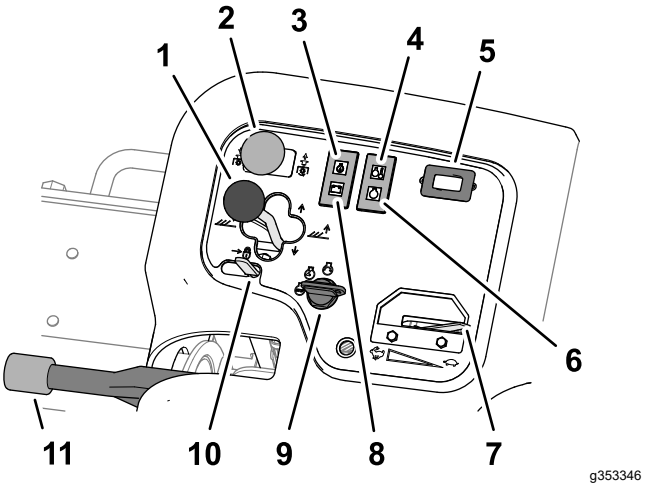

Rysunek 43
- Aby opuścić zespoły tnące na podłoże, przesuń dźwignię opuszczania/podnoszenia zespołów tnących do przodu do położenia OPUSZCZANIE (Rysunek 43).
Przełącznik napędu zespołów tnących (Rysunek 43) ma 2 pozycje: WŁĄCZONE i WYŁĄCZONE. Uchylnym przełącznikiem steruje się elektrozaworem włączającym hydrauliczny napęd zespołów tnących.
Kontrolka oleju (Rysunek 43) zapali się, gdy ciśnienie oleju w silniku spadnie poniżej bezpiecznego progu.
Kontrolka temperatury (Rysunek 43) podświetli się, gdy nastąpi przegrzanie płynu w chłodnicy silnika. Przy tej temperaturze dochodzi do wyłączenia zespołów tnących. Jeżeli temperatura płynu chłodzącego wzrośnie o kolejne 5,5°C, silnik zostanie automatycznie wyłączony, aby zapobiec dalszym uszkodzeniom.
Licznik godzin (Rysunek 43) wskazuje łączną liczbę godzin pracy maszyny. Licznik godzin uruchamia się z chwilą obrócenia kluczyka w stacyjce do pozycji pracy.
Kontrolka świecy żarowej (Rysunek 43) podświetla się, gdy świece żarowe są zasilane.
Przesuń przepustnicę (Rysunek 43) do przodu, aby zwiększyć obroty silnika lub do tyłu, aby zmniejszyć obroty.
Kontrolka alternatora (Rysunek 43) gaśnie, gdy silnik pracuje. Jeżeli kontrolka alternatora zapali się podczas pracy silnika, sprawdź układ ładowania i napraw go w razie potrzeby.
Stacyjka (Rysunek 43) służy do uruchamiania silnika i oświetlenia. Stacyjka ma 3 położenia:
Aby uniemożliwić opuszczenie zespołów tnących, przesuń blokadę dźwigni podnoszenia (Rysunek 43) do tyłu.
Aby zapobiec niekontrolowanemu przesuwaniu się kosiarki, po każdym wyłączeniu jej silnika zaciągnij hamulec postojowy (Rysunek 43). Aby załączyć hamulec postojowy, pociągnij dźwignię w górę; aby zwolnić hamulec, naciśnij dźwignię w dół.